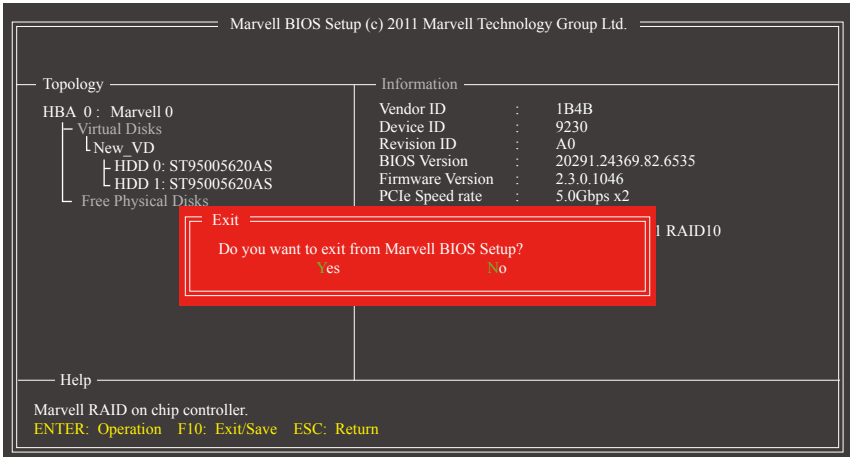

图7
5. 储存设定并离开：设定好磁盘阵列要离开RAID设定程序前，请务必在主画面选择按<F10>键。确定离开请按<Y>，取消请按<N> (图7)。按下来就可以进行操作系统的安装了。